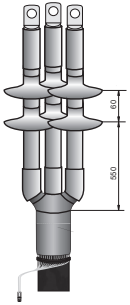

Рисунок 13
4.20 В случае концевой муфты наружной установки после усадки трекингостойких трубок (4.16) надеть на каждую жилу кабеля по два термоусаживаемых изолятора с интервалом 60 мм между изоляторами и усадить, начиная с нижнего (рисунок 13).